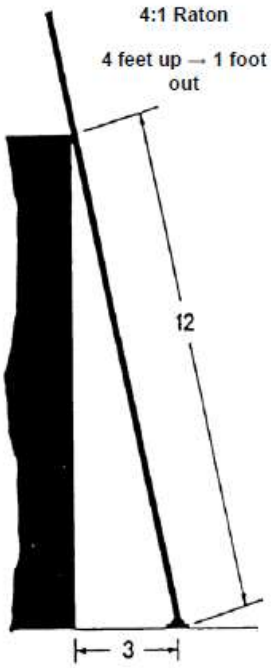

Figure 2
j) Place the ladder's feet so that the horizontal distance between the feet and the top support is 1/4 of the working length of the ladder. The ladder should be leaning at a 75 degree angle from the ground. (See Figure 2)